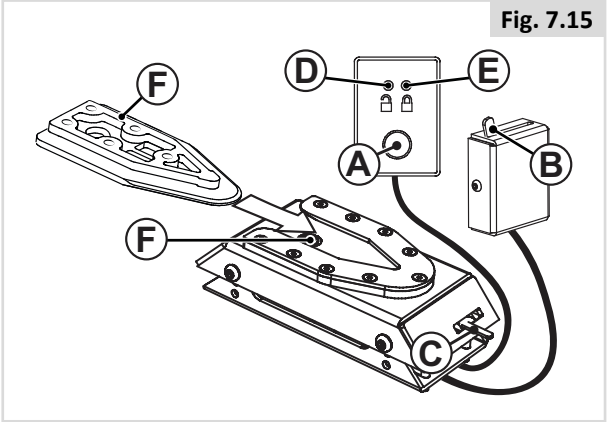

Fig. 7.15
10. Schließen Sie für die abschließende Prüfung den Rollstuhl an die Andockstation an. Überprüfen Sie, dass sie sicher verriegelt ist und vergewissern Sie sich, dass alle Entriegelungsmethoden wie beabsichtigt funktionieren (Fig. 7.15).